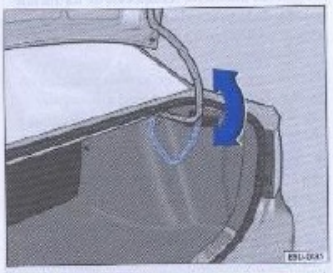

Fig. 60 Área de acción de la bisagra de la tapa del maletero - Voyage
- Asegúrese de que el área de acción de la bisagra en el vehículo Voyage ⇒ fig. 60 esté libre para evitar eventuales daños en el equipaje transportado o en la bisagra - ¡peligro de daños!